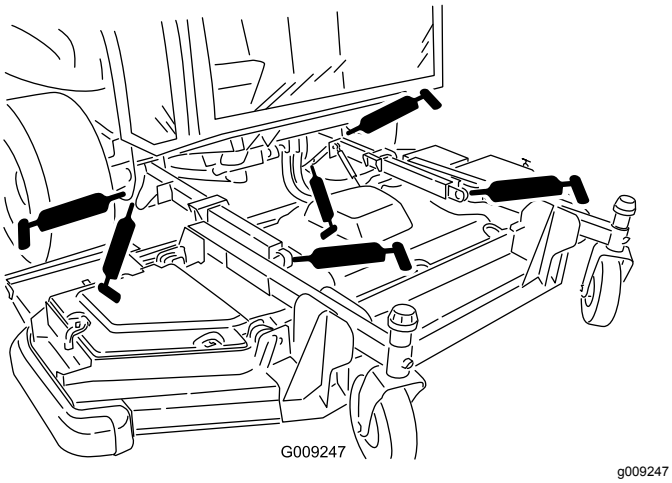

Figur 73
- 2 løftearmens bøsninger (Figur 73)
- 2 kugleled til løftearme (Figur 73)
- 2 drejetapper, frontskjoldets løftecylindere (Figur 73)